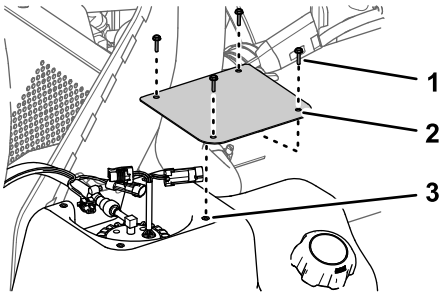

Figura 82
2. No depósito de combustível, retire os quatro parafusos (nº 10 x ¾ pol.) que fixam a cobertura à parte superior do depósito de combustível e retire a cobertura (Figura 82).